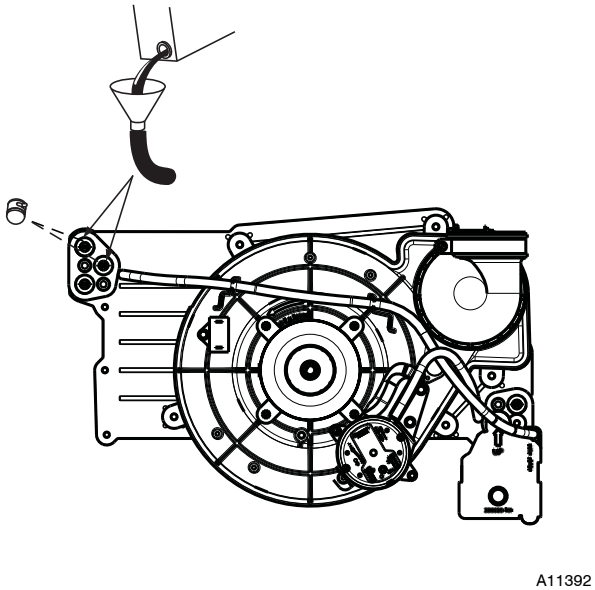

Fig. 59 - Priming Condensate Trap
4. Remove the top unused rubber plug from the port on the collector box opposite the condensate trap. See Fig 59.
9. Remove the middle unused rubber plug from the port on the collector box opposite the condensate trap. See Fig. 59.